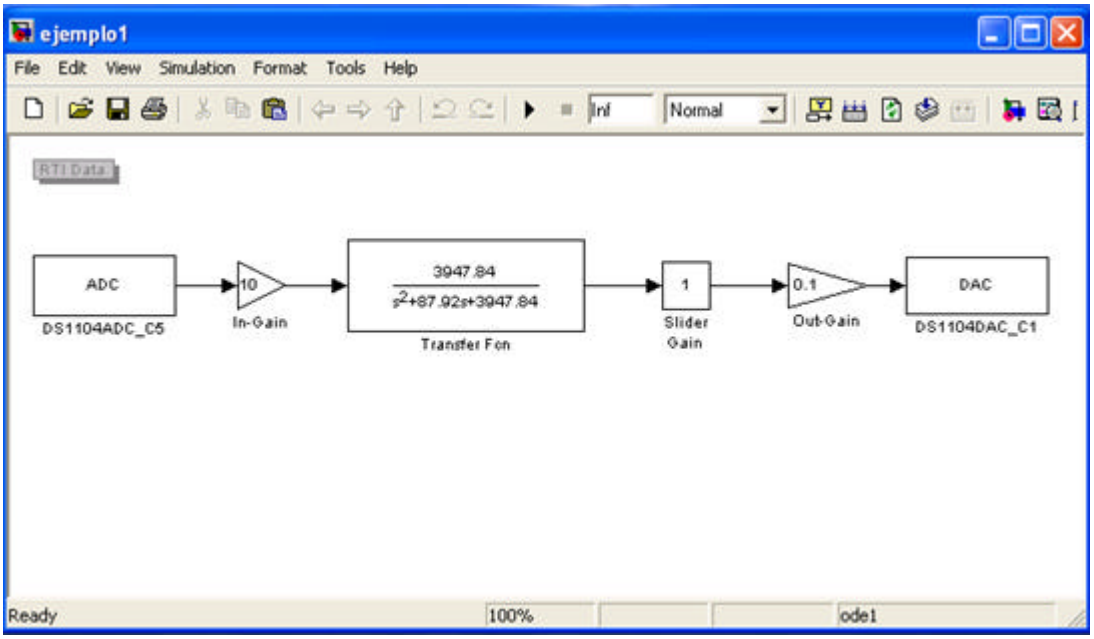

Figura 2.4 Modelo en tiempo real para dSPACE en Simulink
- Arrastre los bloques **DS1104ADC_C5** y **DS1104DAC_C1** al modelo de SIMULINK y reemplace los bloques de generador de señal y osciloscopio. Ubique las ganancias de 10 y 0.1 en la entrada y la salida respectivamente. El modelo debe ser similar al de la figura 2.4. Si usted quiere puede salvar el modelo con otro nombre para preservar el modelo de simulación.